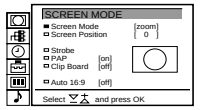

**Fig. 34**
**2** Select the symbol ◰ for "Screen Mode" with >+ or ?– and press OK. The SCREEN MODE menu appears (See Fig. 34).